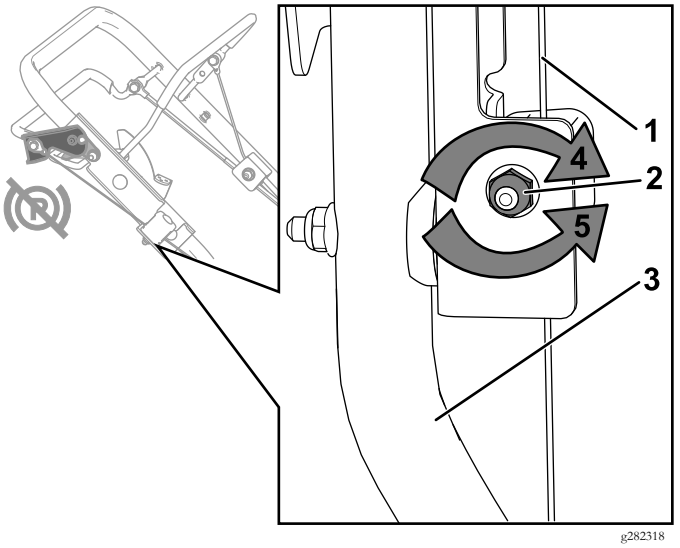

Figure 30
2. Turn the adjustment nut counterclockwise to loosen the cable adjustment (Figure 30).
3. Adjust the tension on the cable (Figure 30) by pulling or pushing the cable jacket and holding that position.